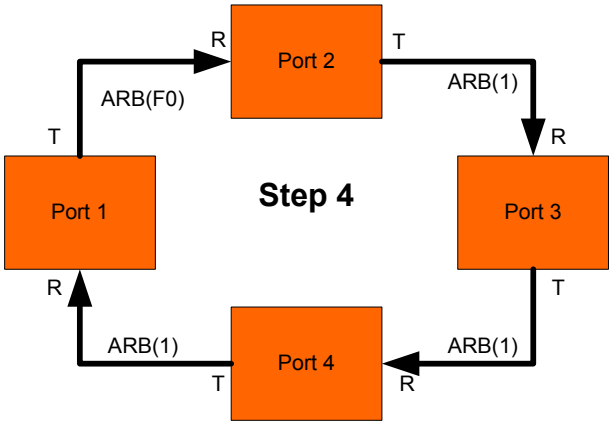

Figure 538 **Arbitration Step 4**
In **Step 4** (Figure 538 on page 1381), once the ARB(1) is received by Port 1 it has won arbitration and immediately changes its current fill word to ARB(F0). Port 1 now will discard any received ARB(x) and